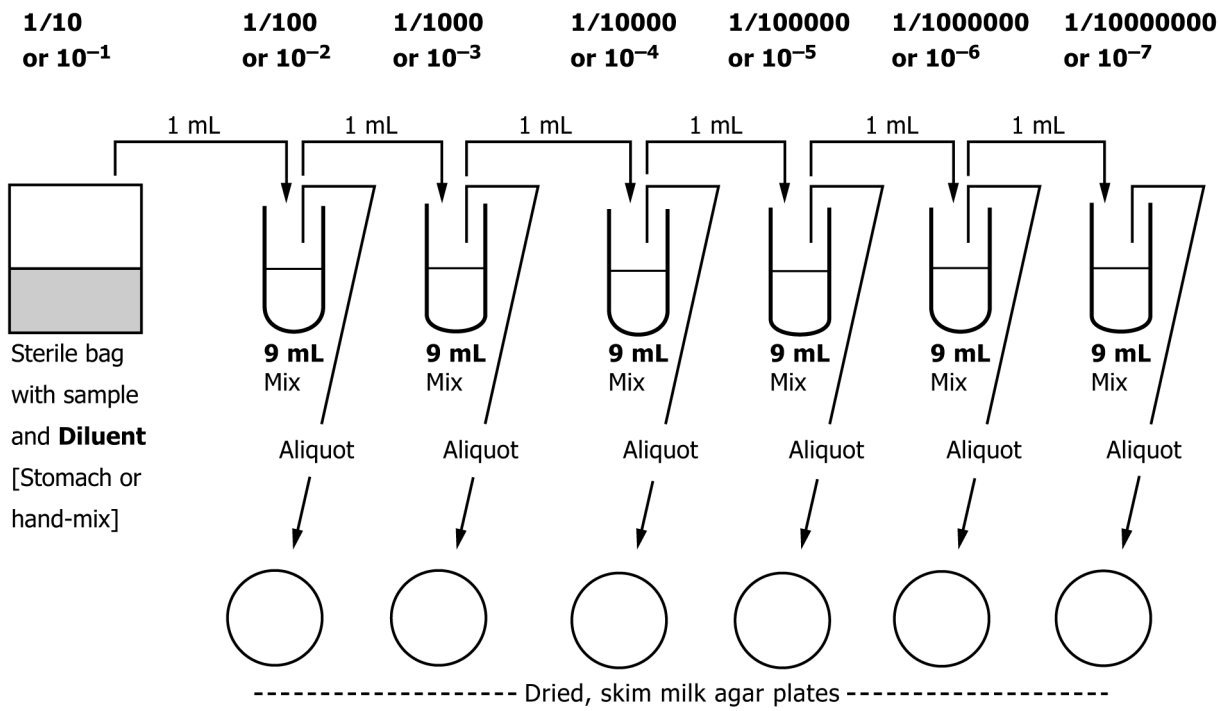

FIG. 1 Plating
10.3 Prepare the following sample dilutions using 9 mL dilution tubes (BPD w/salt): 10^{-2}, 10^{-3}, 10^{-4}, 10^{-5}, 10^{-6}, and 10^{-7} (see Fig. 1).